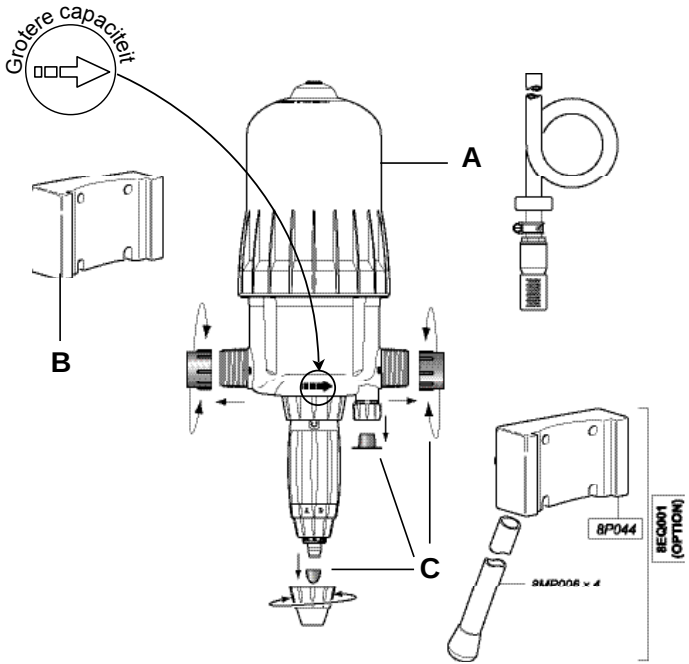

Fig. 1
- Monteer de zwaluwstaarten van de Dosatron (**Fig. 1-A**) op de muursteun (**Fig. 1-B)**.
- Bevestig de DOSATRON in de steun door de nokjes (**Fig. 1-C**) op de plasticklem in de gaten van de steun te klikken..